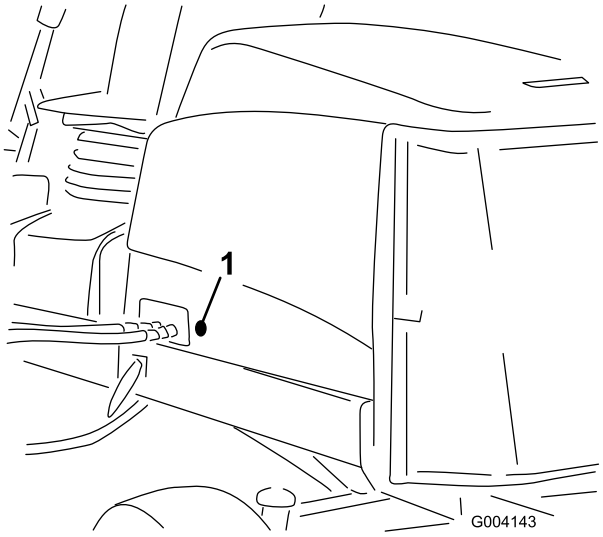

Figur 15
2. Fjern gummikransen fra hullet i venstre side af motorhjelmen (Figur 15).